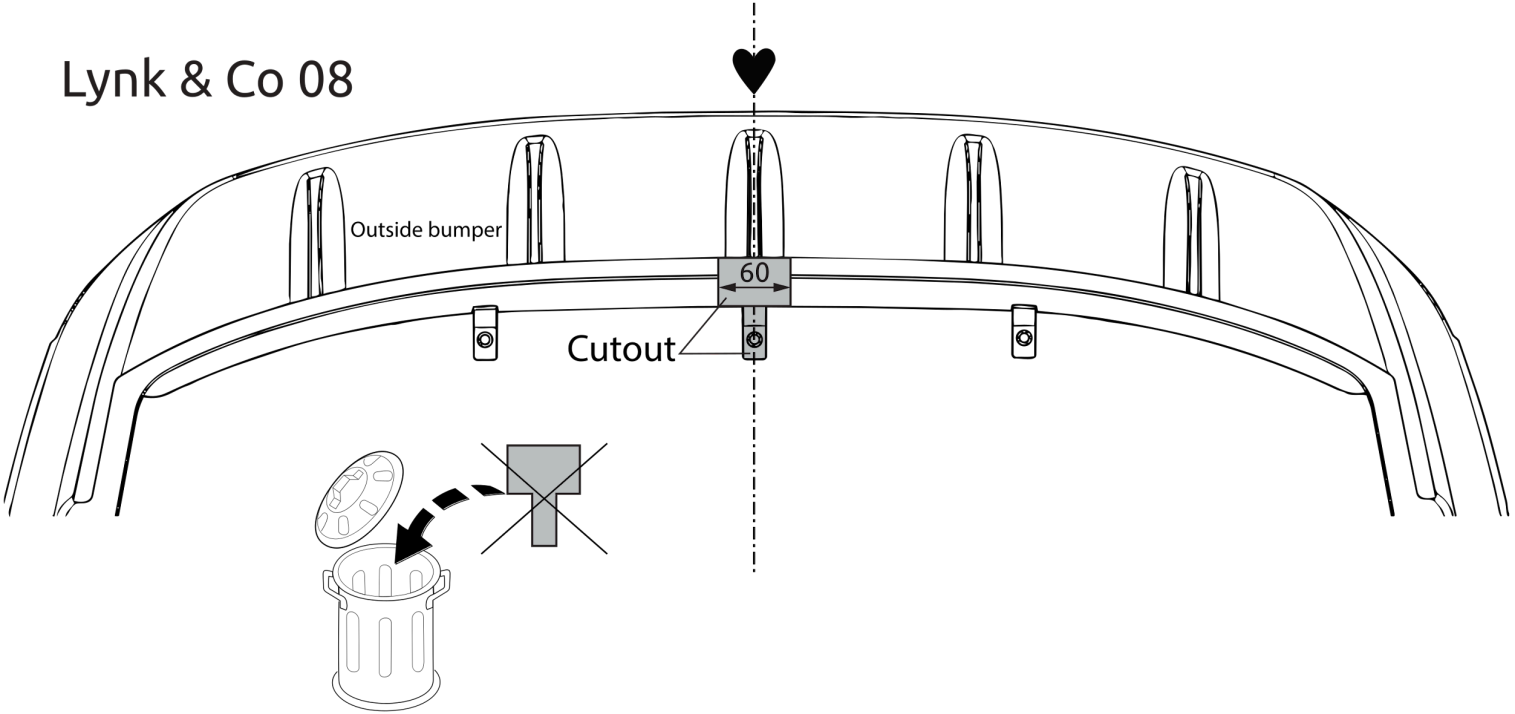

Fig. 2
6. Выпилить обозначенную часть, как указано на рис. 2.